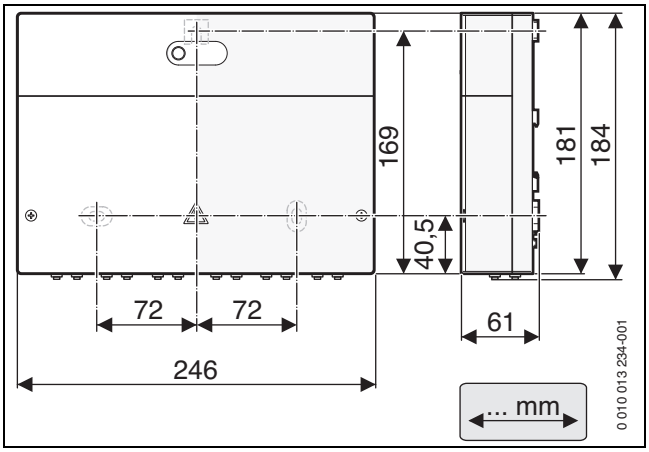
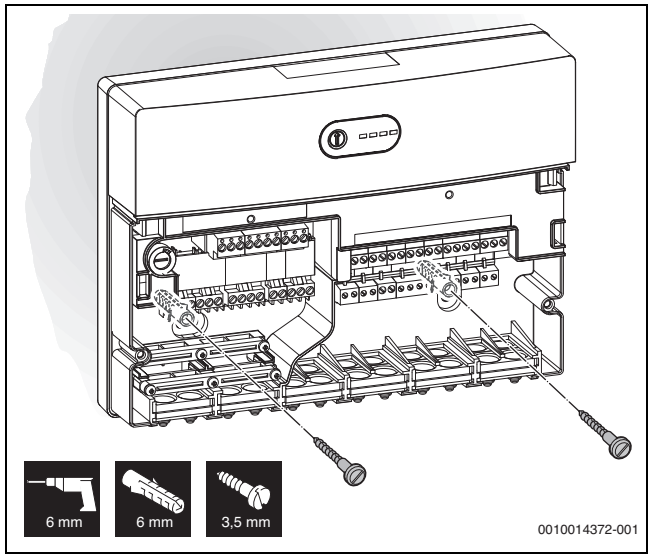
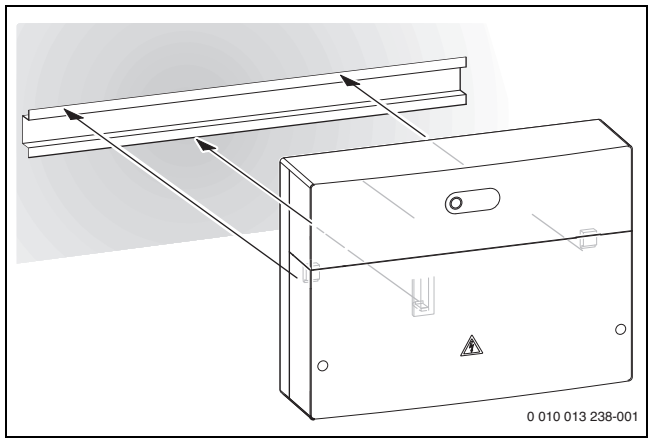

Fig. 19 Dimensioni del modulo elettronico
Fig. 22 Fissaggio del modulo elettronico a parete
Fig. 23 Fissaggio del modulo elettronico su guida profilata
- Installare il modulo a parete (→ fig. 19 – fig. 22), su una guida profilata (→ fig. 23) o in un gruppo di montaggio.